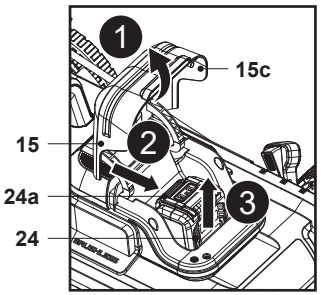

**Fig. 9**
1. Soulever le couvercle magnétique (15c) et ouvrir le couvercle du compartiment de la batterie (15) (Fig. 9, étape 1).
2. Appuyer sur le bouton de déverrouillage (24a) pour déverrouiller le verrou de la batterie (24) (Fig. 9, étape 2).
3. Faire glisser la batterie (24) hors du compartiment de la batterie (Fig. 9, étape 3).
4. Fermer le couvercle du compartiment de la batterie (15) avec précaution.